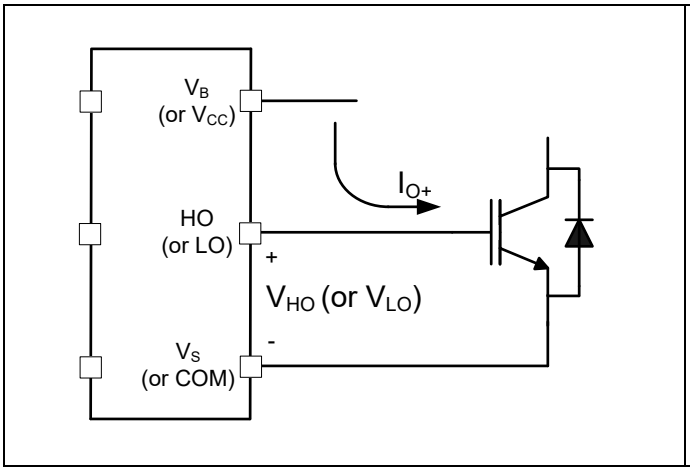

Figure 4 HVIC Sourcing current
The 2ED2181 (4) S06F (J) HVIC is designed to drive MOSFET or IGBT power devices. Figures 4 and 5 illustrate several parameters associated with the gate drive functionality of the HVIC. The output current of the HVIC, used to drive the gate of the power switch, is defined as I_O. The voltage that drives the gate of the external power switch is defined as V_{HO} for the high-side power switch and V_{LO} for the low-side power switch; this parameter is sometimes generically called V_{OUT} and in this case does not differentiate between the high-side or low-side output voltage.